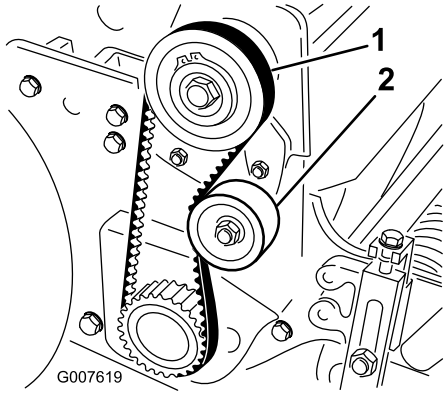

Figur 29
2. Kontroller hvor stram remmen er ved å presse på mellomspennet (Figur 29) med en kraft på 1,8 til 2,3 kg. Remmen skal gi etter 6 mm.
A. Løsne monteringsmutteren på lederullen, og vri lederullen med klokken mot baksiden av remmen helt til du oppnår ønsket spenning (Figur 29).